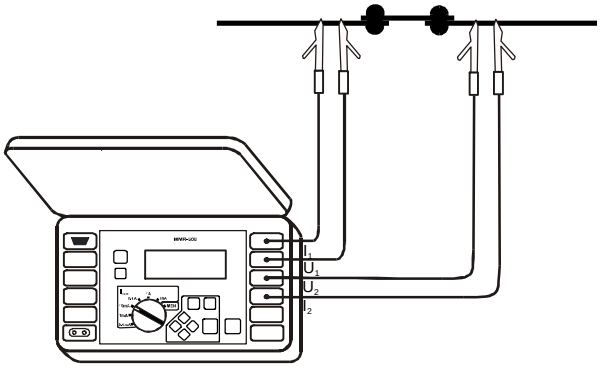

Rys.7. Sposób podłączenia przewodów pomiarowych miernika
Miernik przyłącza się do badanego obiektu zgodnie z Rys.7: przewody napięciowe, dołączone do gniazd U_1 i U_2 powinny znaleźć się wewnątrz prądowych, dołączonych do gniazd I_1 i I_2. Należy zwrócić uwagę na właściwy dobór końcówek pomiarowych, gdyż dokładność wykonywanych pomiarów zależy od jakości wykonanych połączeń. Muszą one zapewniać dobry kontakt i umożliwiać niezakłócony przepływ prądu pomiarowego. Niedopuszczalne jest np. zapinanie krokodylka na elementach zaśniedziałych lub zardzewiałych - należy je wcześniej oczyścić albo wykorzystać do pomiarów sondę ostrzową.
- podłączyć przewody pomiarowe zgodnie z Rys.7